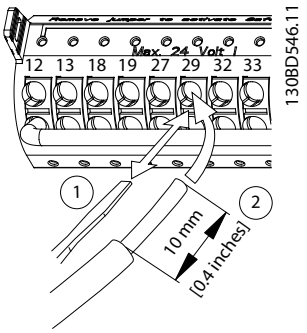

图 5.20 连接软质控制线缆
- 对于软质线缆，将一把小螺丝刀插入端子孔之间的插槽中，向上轻推螺丝刀以打开触点。请参阅*图 5.20*。然后，将剥去外皮的线缆插入到触点中并取出螺丝刀。